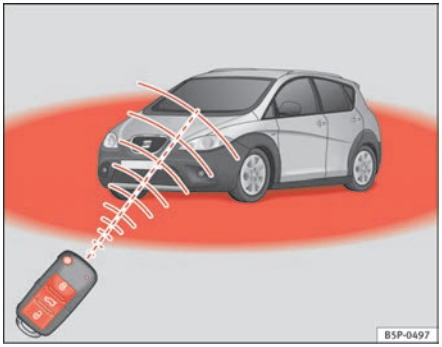

**Fig. 64 Range of the remote control:**
- The remote control functions only when you are in range ⇒ page 100, fig. 64 (red area).